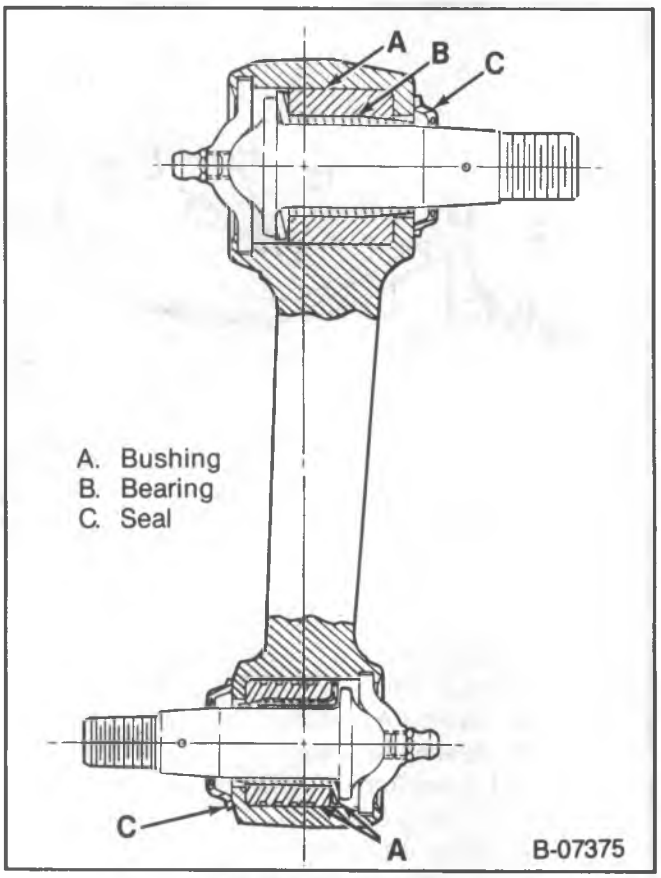

Figure 4—Idler Arm
- Do not attempt to free the ball stud by using a pickle fork or wedge-type tool, because seal or bushing damage could result (figure 4). Use the proper tool to separate all ball joints.